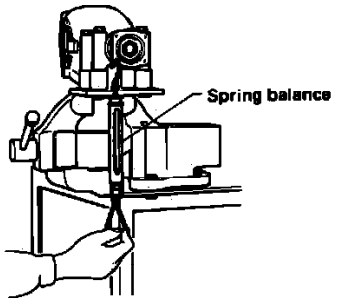

Fig. 4 Measuring Pinion Bearing Preload
e. Rotate drive pinion by hand to seat bearings and tighten pinion nut while measuring preload, **Fig. 4.** Select the adjusting washer and spacer so that specified preload is obtained when nut is **torqued** to 123-145 ft. lbs., **Figs. 5 and 6.**